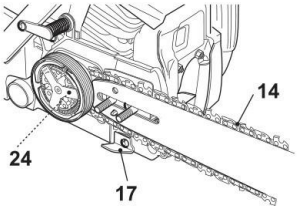

Abb. 6
7. Platzieren Sie die Kette der Säge (14) über das Kettenrad (24) hinter die Kupplung (25) und ziehen Sie sie um das Führungsschwert (13). Sichern Sie ab, dass die Kette über der Kettenführung (17) platziert wird (Abb. 6).